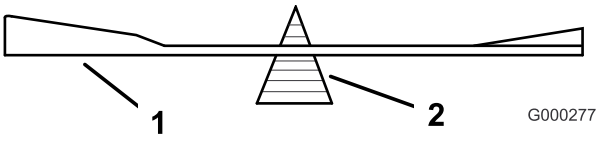
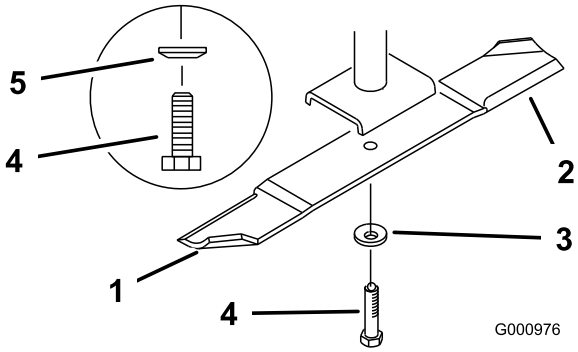

Figur 84
Figur 85
2. Fjern knivbolten, fjederskiven og kniven fra spindelakslen (Figur 85).
2. Kontroller skæreknivens balance ved at placere den på en afbalanceringsenhed (Figur 84). Hvis skærekniven forbliver i en vandret position, er skærekniven afbalanceret og kan benyttes. Hvis skærekniven ikke er afbalanceret, skal der slibes lidt mere metal af enden af sejlområdet (Figur 85). Gentag denne procedure, indtil skærekniven er afbalanceret.
1. Monter skærekniven på spindelakslen (Figur 85).
2. Monter fjederskiven og skæreknivsbolten. Fjederskivens konus skal installeres mod boltens hoved (Figur 85). Tilspænd skæreknivsbolten med et moment på 115–149 Nm.